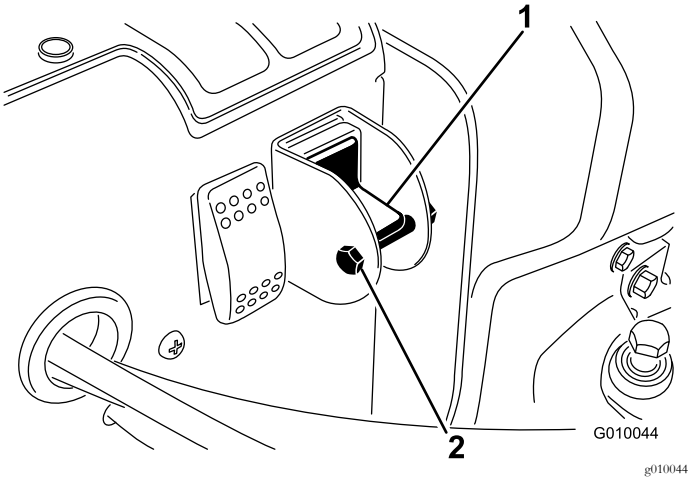

Figur 29
4. Fjern låsebolt og møtrik fra omkobleren (Figur 29).